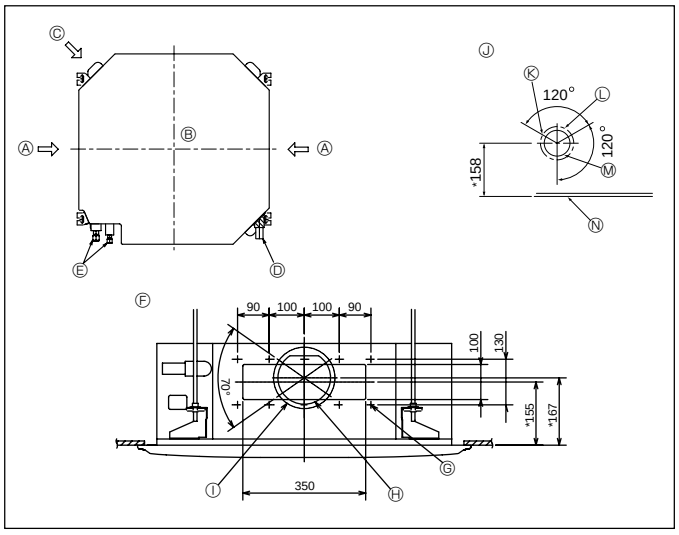

Fig. 2-3
2.3. Отверстие для ответвления вентиляционного канала и входное отверстие для свежего воздуха (Fig. 2-3)
Во время установки по мере необходимости используйте отверстия вентиляционного канала (вырезанные), расположенные в позициях, показанных на Fig. 2-3.